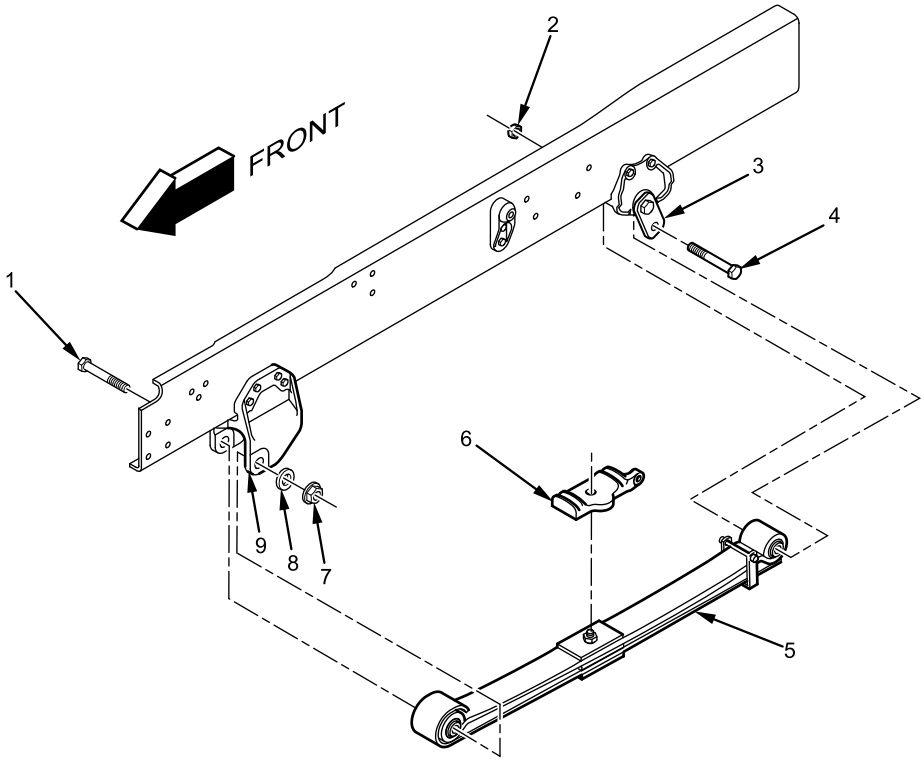

Figure 8. Front Spring Installation.
2. Loosely install bolt (Figure 8, Item 1), washer (Figure 8, Item 8), and new locknut (Figure 8, Item 7) on front spring front bracket (Figure 8, Item 9) and front spring (Figure 8, Item 5).
3. Loosely install lower bolt (Figure 8, Item 4) and new locknut (Figure 8, Item 2) on front spring rear bracket shackle (Figure 8, Item 3) and front spring (Figure 8, Item 5).
4. Install U-bolt seat (Figure 8, Item 6) on front spring (Figure 8, Item 5).